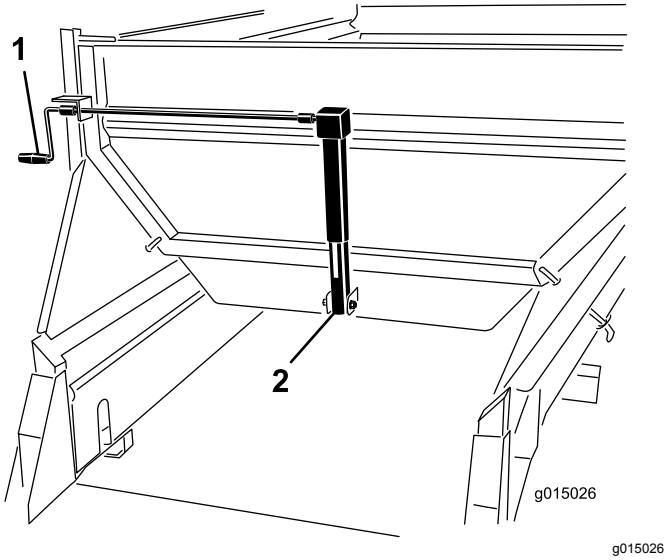

Figur 46
Roter sveiven for å justere lemmen (Figur 46) helt til pilen står midt på det området med ønsket farge (gult i dette eksemplet).
1. Roter sveiven for å justere lemmen (Figur 46) helt til pilen står midt på det området med ønsket farge (gult i dette eksemplet).